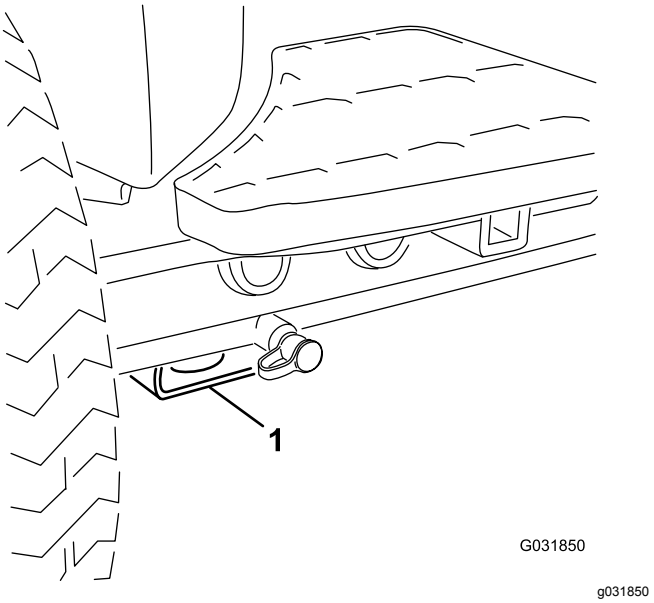

**Figur 71**
- Foran – rektangulær plate under akselrøret, innenfor hver av de fremre festepunktene (Figur 71).